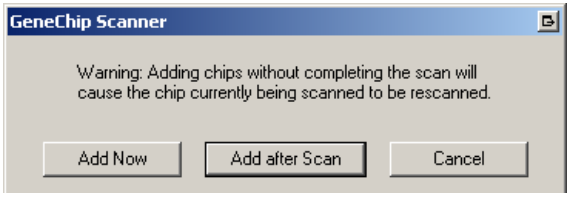

Figure L.23
⇒ The software displays a dialog box with three buttons (1) Add Now (2) Add after scan is complete (3) Cancel **(Figure L.23)**.